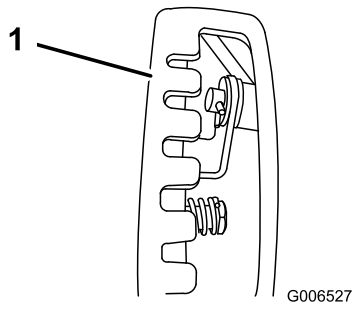

**Figure 13**
**Note:** For easier installation, look down through the opening in the speed selector (Figure 13).